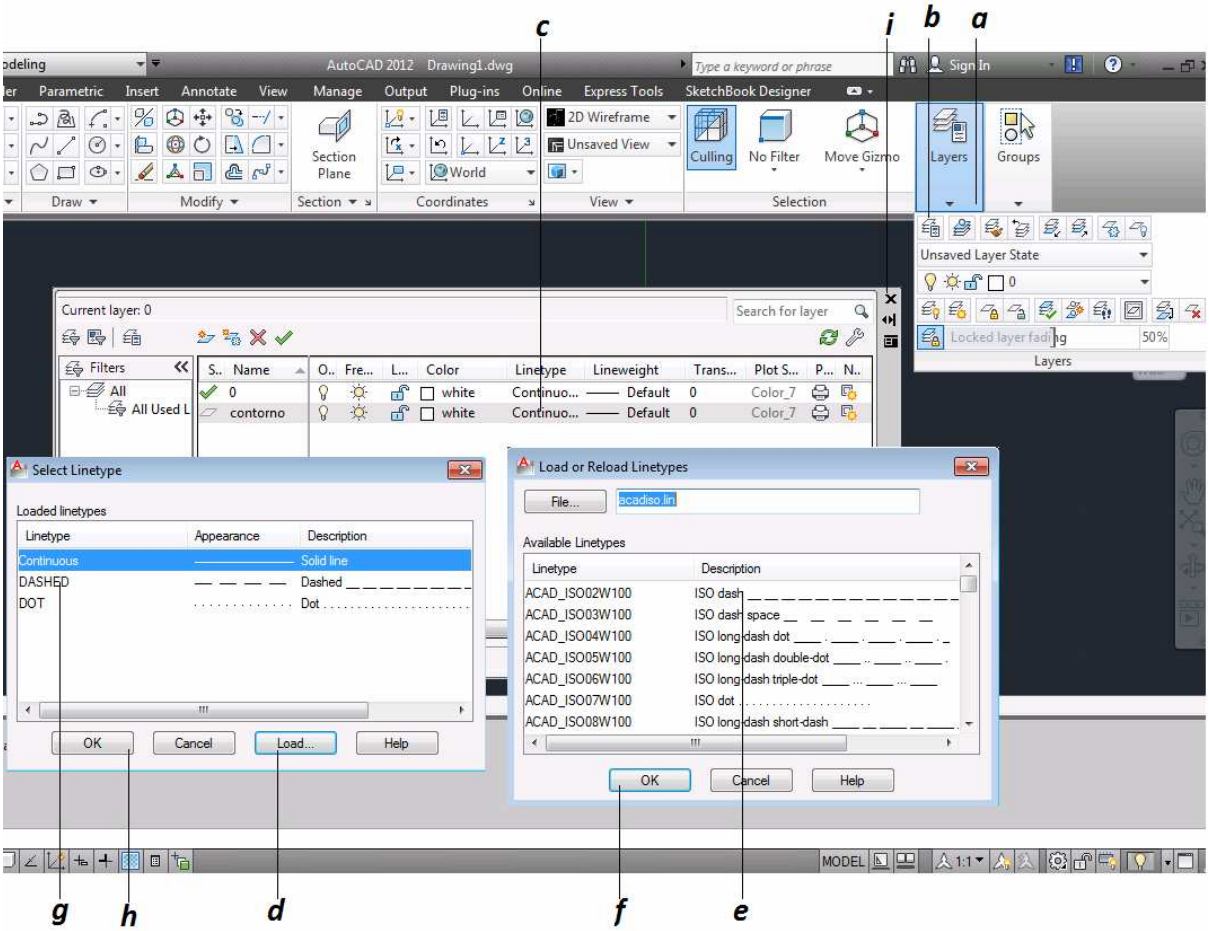

Figura 3.47 Capas "Asignar Tipo de Linea a una Capa"
a. Se selecciona el icono Capas *(figura 3.47)*.
b. Se selecciona el icono Propiedades de Capas *(figura 3.47)*.
c. Se selecciona el icono Tipo de Línea para activar el cuadro de dialogo *(figura 3.47)*.
d. Se selecciona el botón Cargar [Load] (*(figura 3.47)*.
e. Se selecciona el tipo de línea que se desea *(figura 3.47)*.
f. Se da clic en el botón aceptar [OK] *(figura 3.47)*.
g. Se selecciona el tipo de línea para la capa *(figura 3.47)*.
h. Clic en el Botón Aceptar [OK] *(figura 3.47)*.
i. Clic en el botón cerrar para cerrar el cuadro de dialogo *(figura 3.47)*.